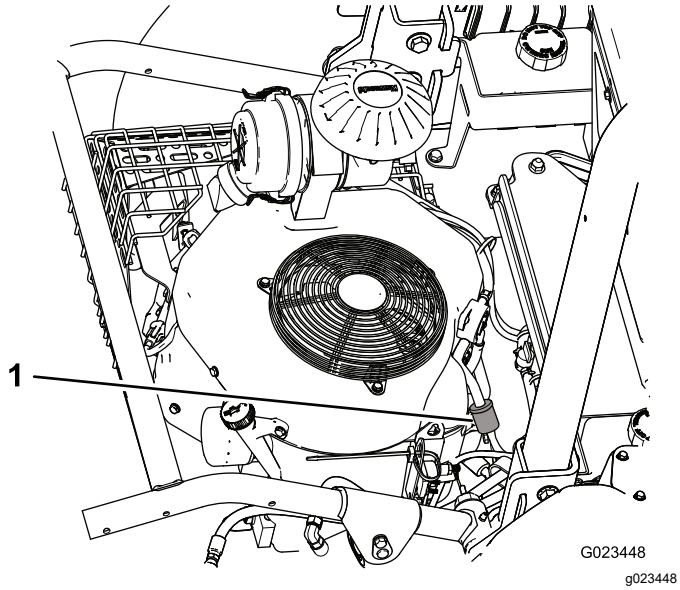
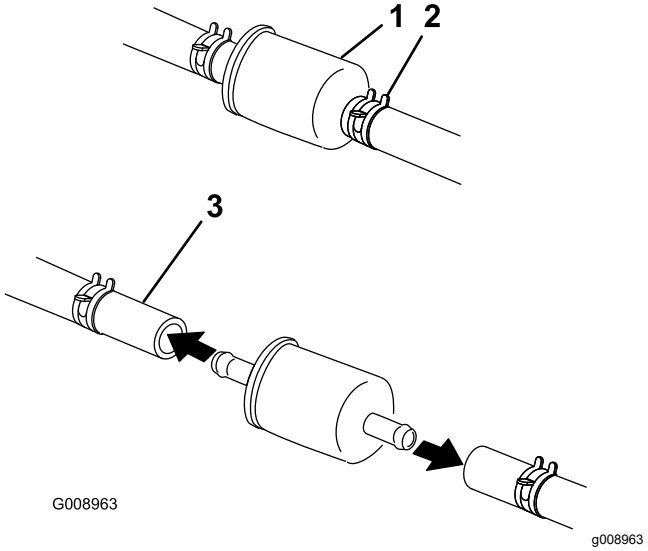

Figuur 45
Figuur 46
2. Zet de slangklem aan de carburatorzijde van het filter los en neem de brandstofleiding van het filter (Figuur 45 en Figuur 46).